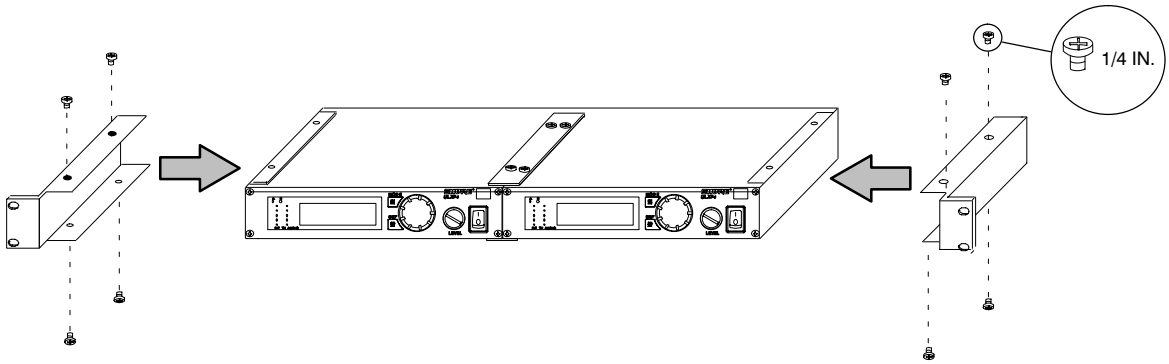

FIGURA 52
3. Fissate le barre per fissaggio ai ricevitori mediante le viti in dotazione. Vedi Figura 52. ATTENZIONE: non serrare eccessivamente le viti. Altrimenti si possono danneggiare le piastre a circuiti stampati.